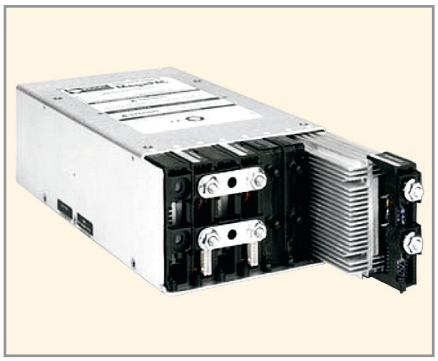

Рис. 2. DC/DC Megapac
- MegaPacs (рис. 2) – для простых конфигураций;